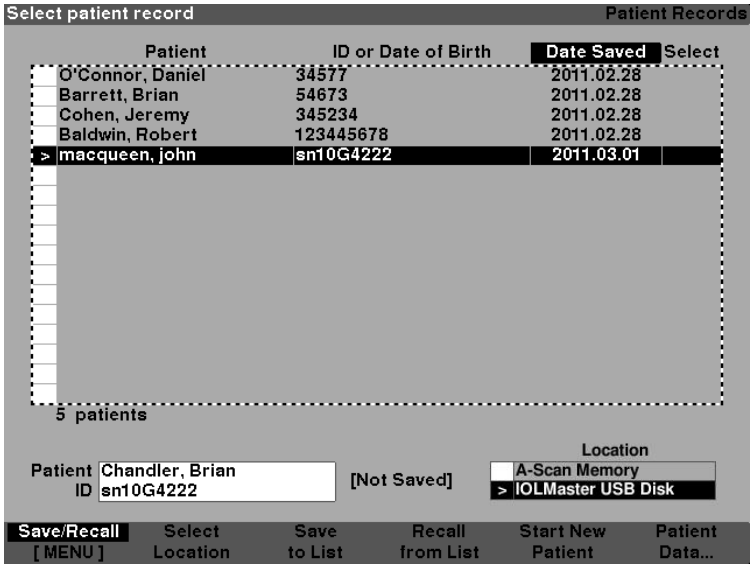

Figure 11-1 Patient Record Screen
1. Press the "Patient Records" button located at the right side of the instrument. The Patient Record Screen as shown in Figure 11-1 on the next page will be displayed.